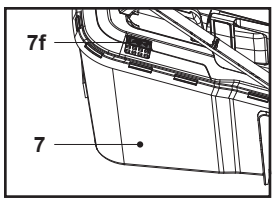

**Fig. 12**
1. Tant que la trappe (7f) est ouverte, le bac de ramassage (7) peut encore recueillir de l'herbe (Fig. 12).